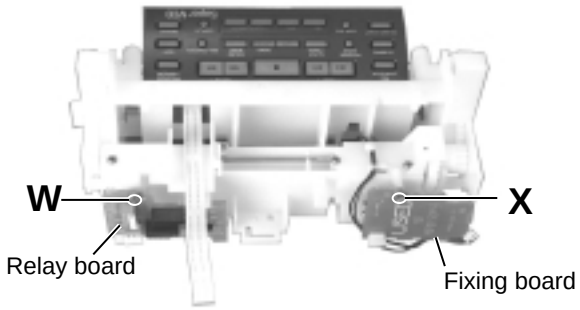

Fig.38
■Removing the drive motor assembly (See Fig.38 to 40)